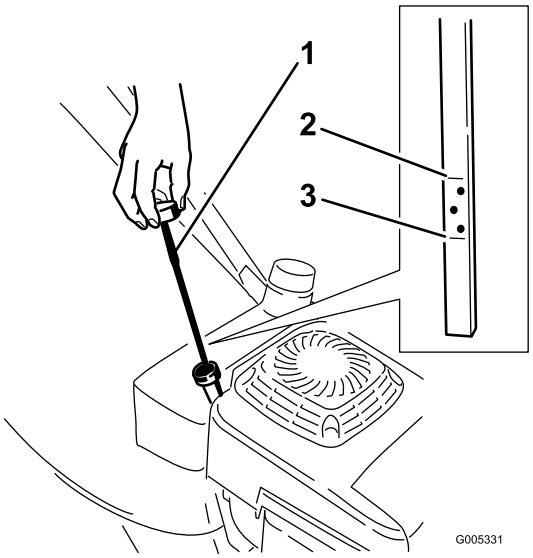

Figura 9
Prima di usare il tosaerba, verificate sempre che il livello dell'olio si trovi fra le tacche Add (rabboccare) e Full (pieno) sull'asta di livello (Figura 9).
2. Pulite attorno all'asta di livello (Figura 9).
6. Rimuovete l'asta e controllate il livello dell'olio sull'asta (Figura 9).